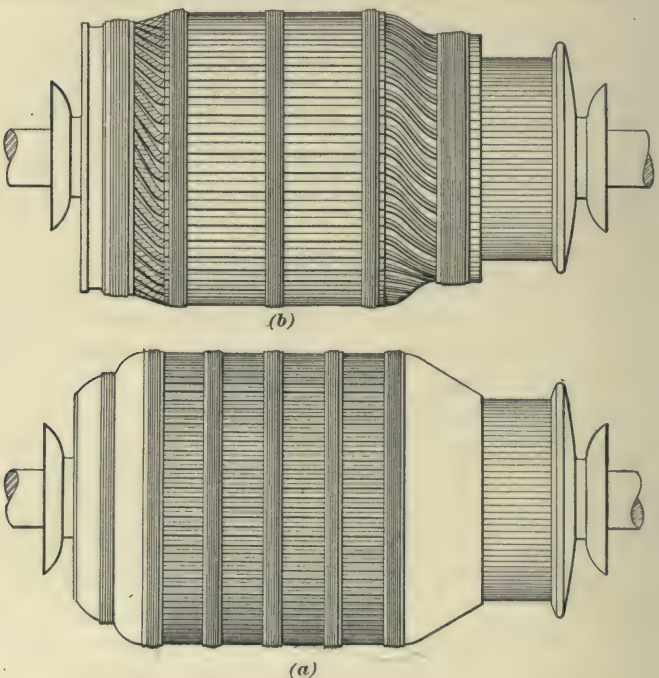

FIG. 4.
**7. Armature.**—Fig. 4 shows the general construction adopted on all Walker armatures. It is of the so called protected type, and has given general satisfaction. The Walker 25-horsepower armature belongs to the narrow-gauge
motor used very little in this country. The 30-horsepower armature is in general use and is a good one. It is a coil-wound armature with 97 slots in the core and 97 bars in the commutator, and, therefore, requires 97 coils to wind it. In Fig. 4 are given two types of Walker winding: (*a*) is the old style discarded; (*b*) is the new armored style.
that the diameter of the ear part of the commutator is nearly the same as that of the armature core. This is a feature that The Walker Company claims lessens the liability of the armature head and string band being burnt full of holes through the flashing of the brushes. Referring to Fig. 4 (*a*), it will be seen that the head is almost in line with the brush-surface contact, and is exposed to any flashing that may take place. In Fig. 4 (*b*), the head is dispensed with, but the string band does not run the same chance of being burned off, because the surfaces adjacent to the brushes are of the same potential as the brushes themselves, so that when the latter flare, due to abuse, neglect, a poor brush, a weak field, or any other cause, there is no tendency for the arc to travel to the head of the commutator. The raised ears are interposed between the string band and the seat of all the flashing, and form, so to speak, a metallic shield between them. It will be noticed that on the armature shown at (*a*), the coils turn down on the ends; on the new type, shown at (*b*), they run straight out; yet this new armature is no longer than the old one.